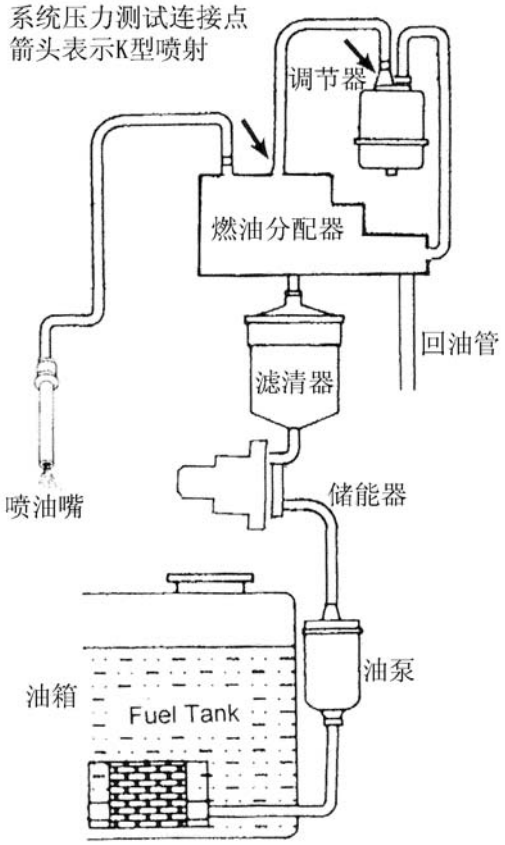

图 9
a)Bosh-k 机械系统连接位置在分配器和调节之间。如图 9